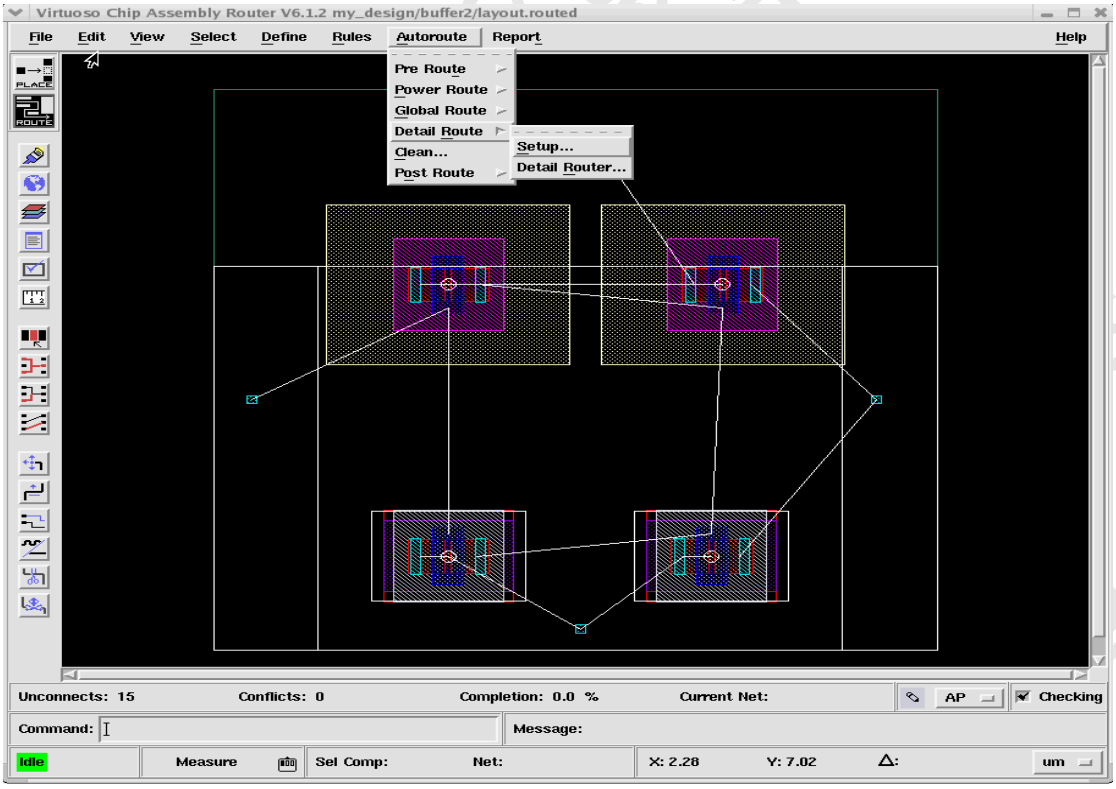

FIG. 21 Perform automatic routing
3. Click "Autoroute->Detail route->Detail router" to complete the auto routing (Fig 21).